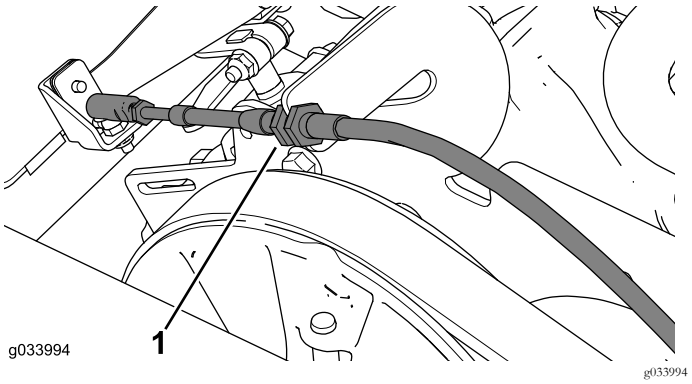

Bild 10
4. Schließen Sie den Schaltzug von der Schaltzughalterung ab und nehmen es von der Schaltzughalterung ab (Bild 10).